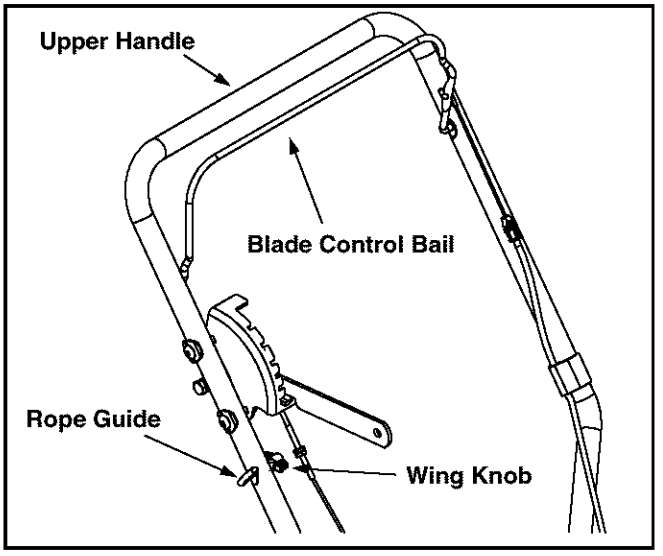

**Figure 3**
- Loosen, but do NOT remove, the wing knob which secures the rope guide to the upper handle. See Figure 3.
**NOTE:** *The starter rope will not pull out of the engine unless the blade control bail (refer to Figure 3) is depressed against the upper handle.*